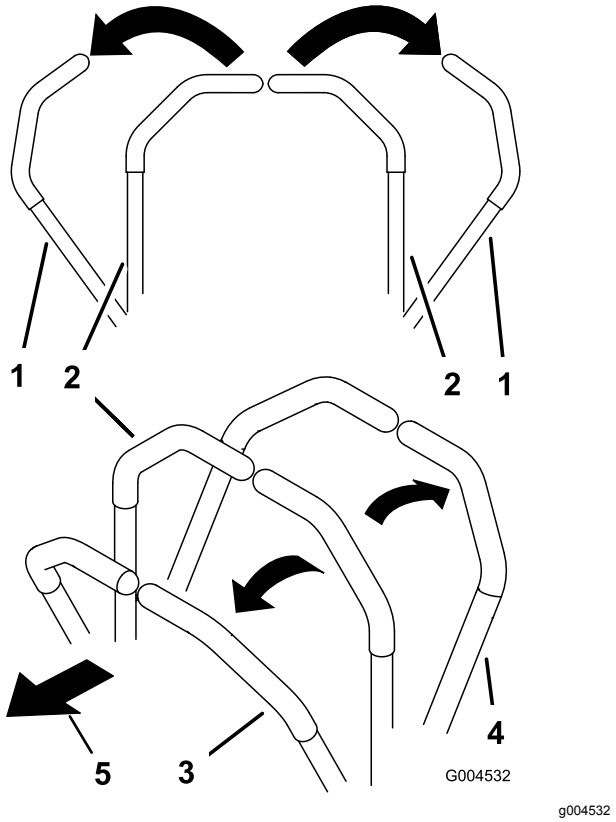

**Рисунок 21**
1. Переведите рукоятки управления в нейтральное фиксированное положение (Рисунок 21).